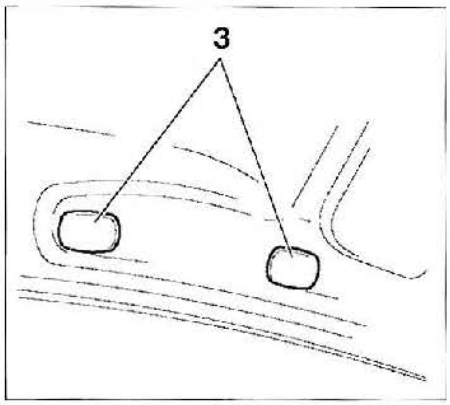

FIG. 71
• Desmontar las tapas (3) **(fig. 71)**.